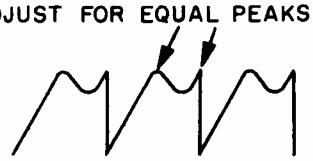

FIG. 5
(4) Set Horizontal Hold Control at maximum clockwise rotation.
(5) Adjust the horizontal frequency screw of L16 until picture falls into sync. Turning the screw clockwise lowers the frequency (bars sloping downward to left) and turning the screw counterclockwise increases frequency (bars sloping downward to right).
(6) Connect vertical input lead of oscilloscope with a 5 uuf isolating condenser in series to terminal C of the horizontal oscillator transformer and ground oscilloscope to chassis. Set frequency of scope to approximately 5 kc.
(7) Remove short from terminals of the horizontal phasing coil (L17) and adjust screw of L17 until wave shape appearing on scope is like that shown in Figure 5.
(8) Some further adjustment of L16 Horizontal Frequency may be necessary to keep picture in sync after adjusting L17 for proper wave shape.
(9) Remove scope from terminal C and retouch L16, if necessary. (Refer to step 10.)
(10) Turn the Horizontal Hold Control through its entire range. Evidence of sync fall out or a tendency to fall out should be noted at both ends. If this condition cannot be achieved, retouch L16.